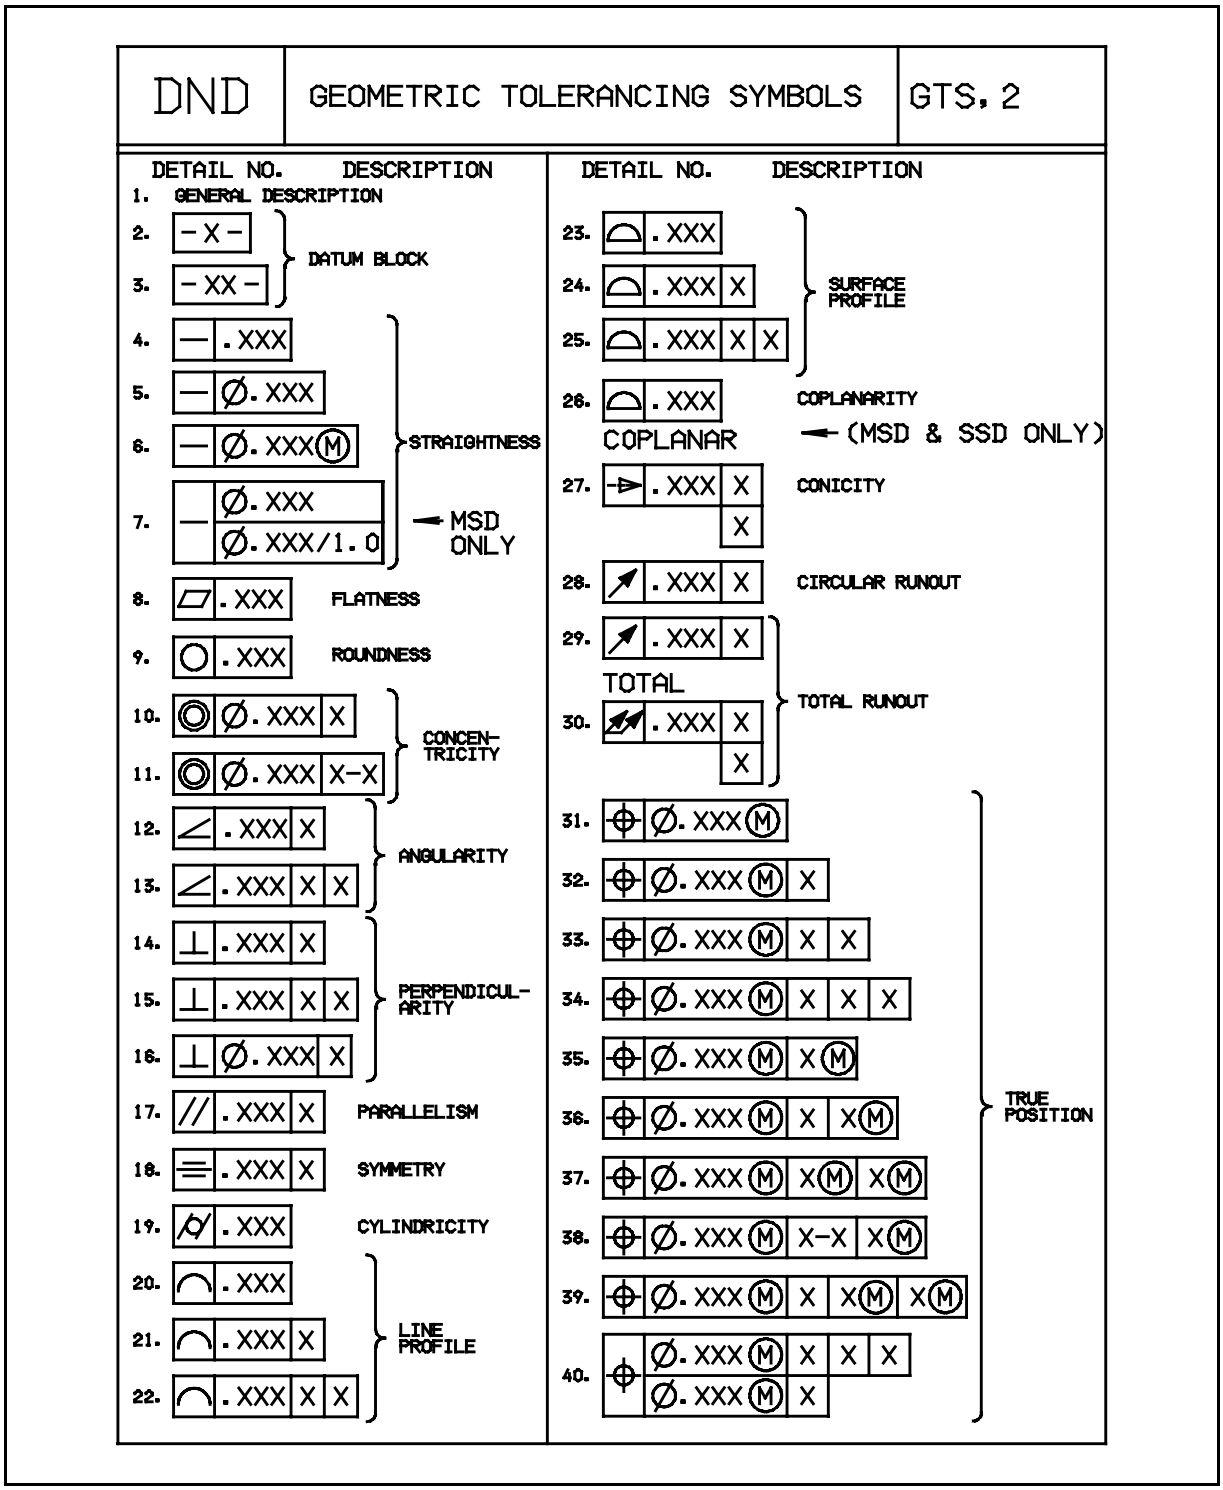

Figure 13 An example of a standard library information sheet
NUT,MET for metric hex nuts. Thousands of standard library drawings can be available (this is limited only by hard disk space). Two examples of standard library information sheets are shown in Figure 13 on page 26-55 and Figure 14 on page 26-56.
5. Once all the geometry has been created on the detail pages, create an information sheet on view PV on the front page. Make the boundaries of this sheet 8½ x 11 so it will fit into your standard library book after plotting. See Figure 13 on page 26-55 and Figure 14 on page 26-56 for examples of information sheets.